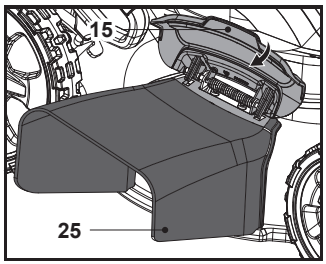

Fig. 15
4. Suelte suavemente el protector del deflector lateral (15) (Fig. 15) y listo. El accesorio de descarga lateral (25) estará listo para su uso.